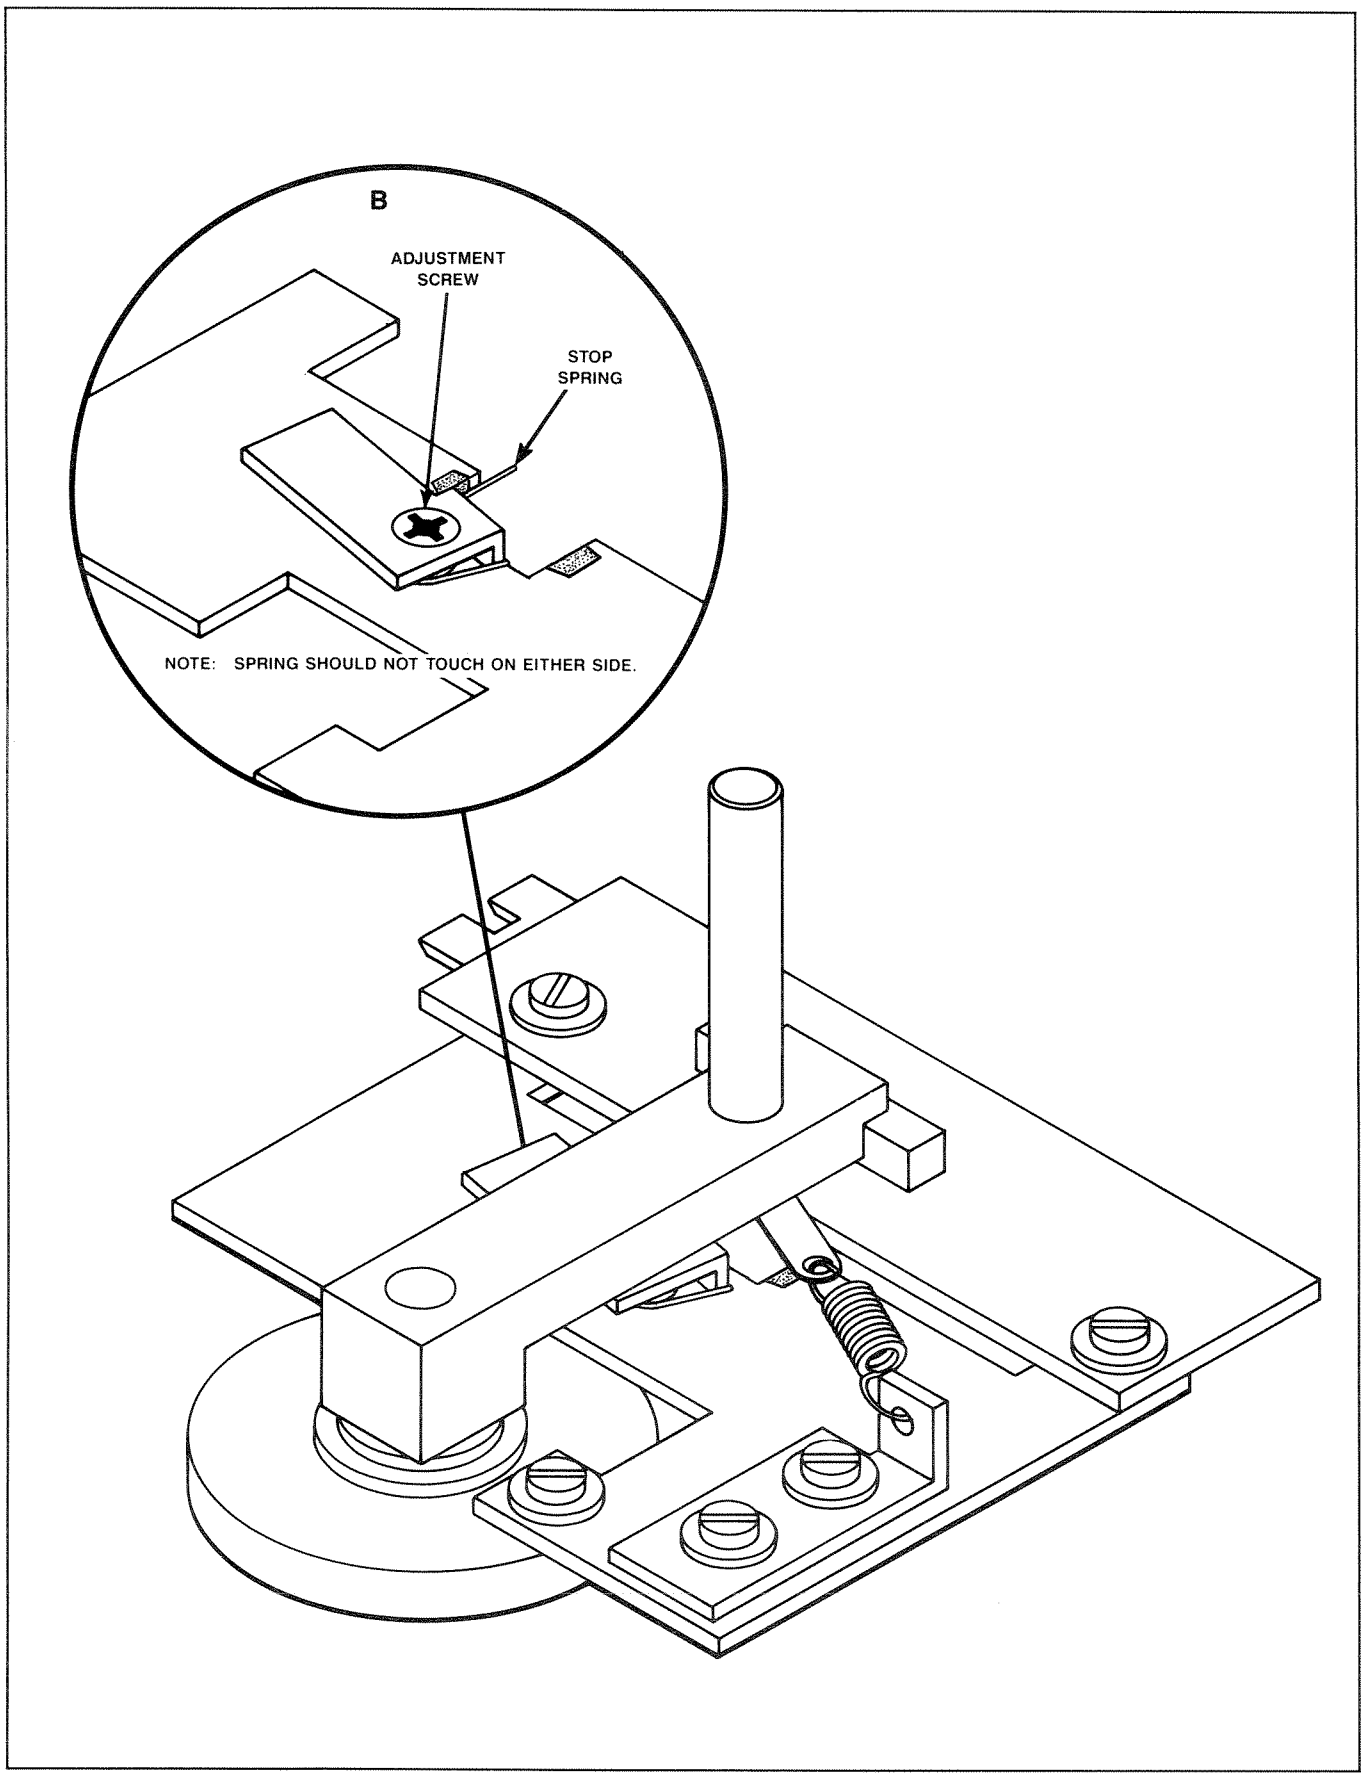

Figure 6-23. Spring Stop
STEP 13 Adjust screw Ⓑ to make sure that the bottom of the flutter dampening arm assembly has clearance from the spring (see Figure 6-23).